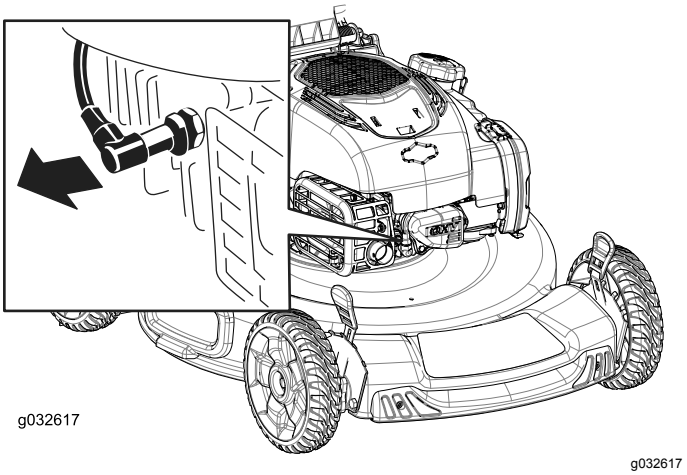

Rysunek 25
2. Odłącz przewód od świecy zapłonowej (Rysunek 25).